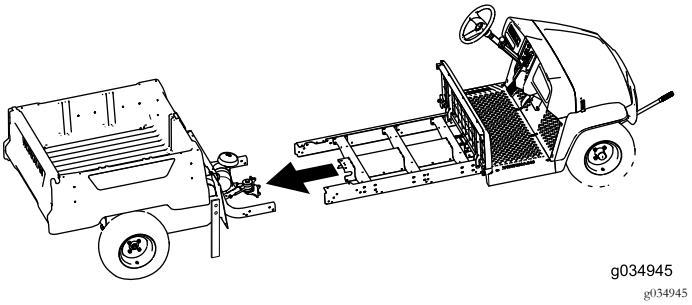

Figur 27
7. Få en medhjælper til at assistere dig med at bringe maskinens forreste og bageste dele sammen (Figur 27).